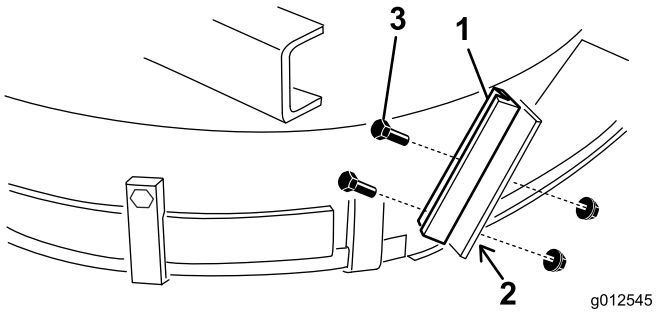

Figure 17
1. Using the new deflector stop as a template, set it on the original flat deflector stop (Figure 17). Ensure that the new deflector stop is flush at the bottom, contacting the side of the deck, and parallel with the outside edge of the deflector support.
3. Mount the new deflector support to the old deflector stop with 2 bolts (1/4-20 x 3/4 inch) and locknuts (1/4-20 inch), as shown in Figure 17.